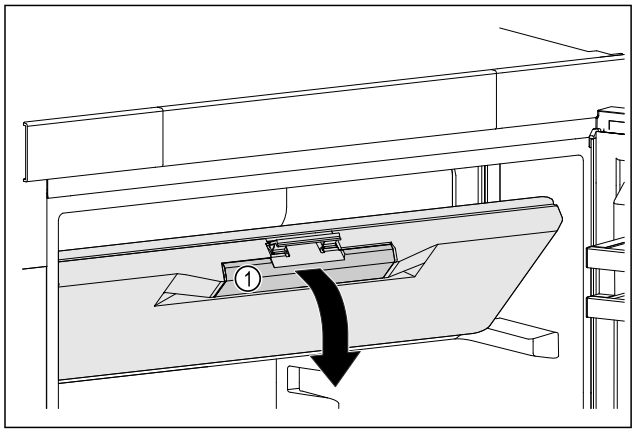

Fig. 45
▶ Tartu pakastelokeron oveen tartuntasyvennyksistä *Fig. 45 (1)*.